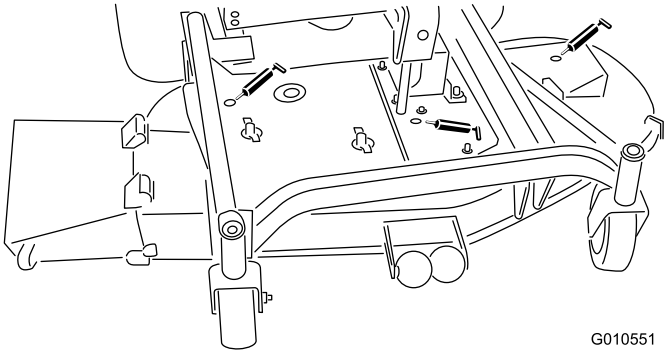

Figura 15
- cuscinetti del fusello della lama (Figura 15)